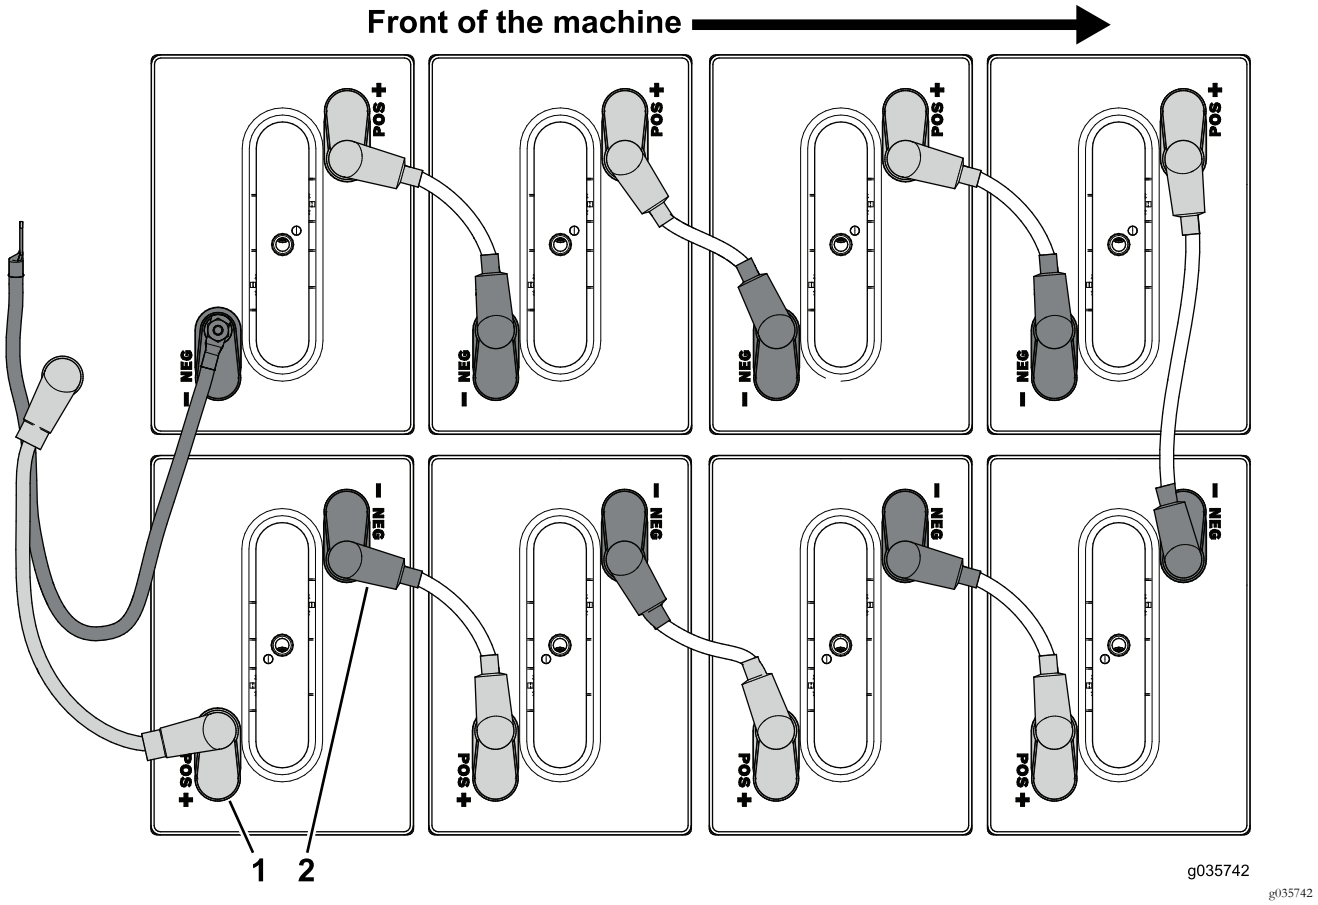

Figur 57
3. Koble fra batterikablene koblet til den positive (+) klemmen på batteriene i den fremre batteriholderen (Figur 57).
4. Koble fra batterikablene koblet til den negative (–) klemmen på batteriene i den fremre batteriholderen (Figur 57).